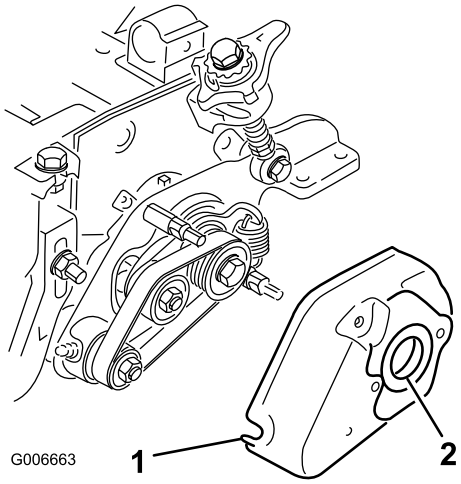

Figura 29
35. Montate il carter dell'elemento grooming e fissatelo con due dadi flangiati da 5/16 poll. (Figura 29).
36. Spalmate un velo di grasso all'interno del gommino nel carter dell'elemento grooming (Figura 29).